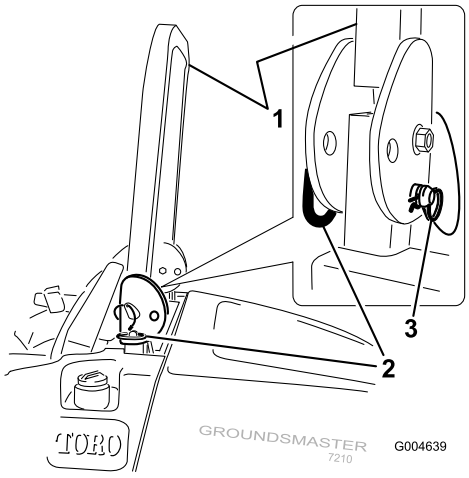

Figuur 11
1. Om de rolbeugel omlaag te klappen, moet u de R-pennen losmaken, de rolbeugel naar voren tegen de veren duwen en de twee pennen verwijderen (Figuur 11).
3. Plaats de twee pennen en zet deze vast met de R-pennen (Figuur 11).
4. Om de rolbeugel omhoog te klappen, moet u de R-pennen losmaken en de twee pennen verwijderen (Figuur 11).
5. Klap de rolbeugel omhoog, plaats de twee pennen en zet deze vast met de R-pennen (Figuur 11).